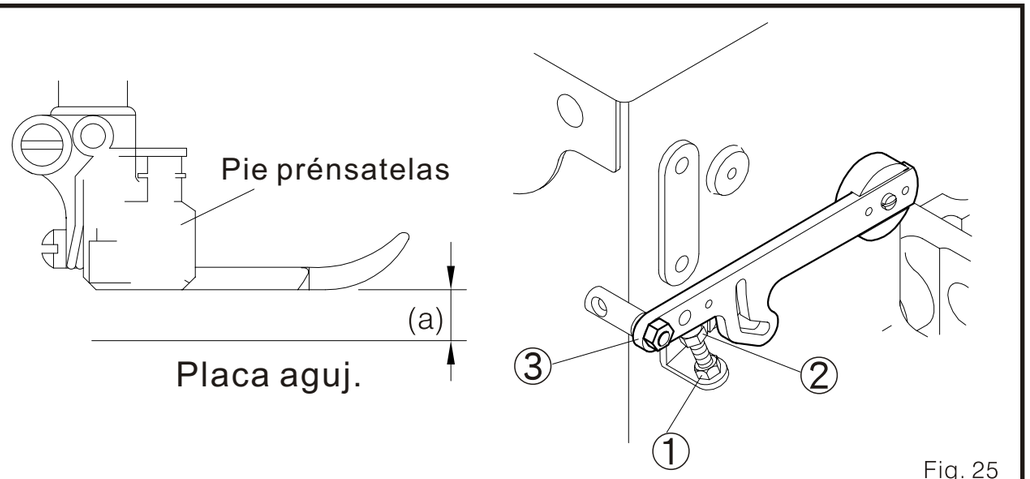

Fig. 25
1. La altura de ascenso del pie prénsatelas es el espacio desde el borde del fondo del pie prénsatelas a la superficie de la palca aguja, cuando el pie prénsatelas este en su posición mas alta (Fig. 25)